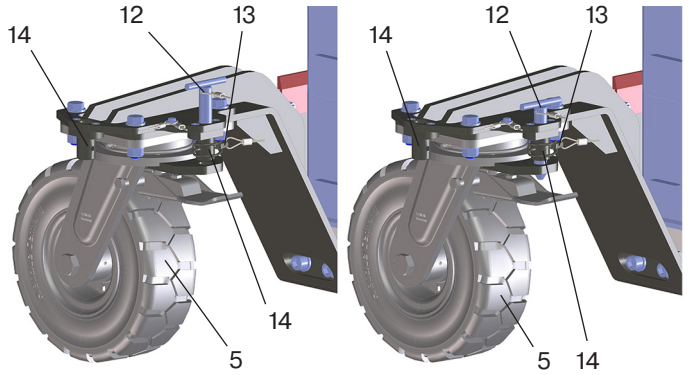

Bild 6-15
Abbildung 6-15 zeigt die Drehblockierung einer Lenkrolle (5) 90° versetzt zur Fahrtrichtung. Diese Position dient einem einfachen und sicheren Anbau der Eckeinheit (1).